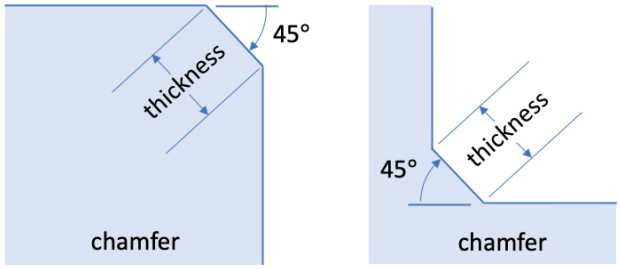

Figure 8. Chamfer Examples
together in the power tool as a collection of surfaces that can be expanded and examined individually. Chamfer chains are ordered based on the narrow thickness of the surfaces illustrated in Figure 8. Setting the **Chamfer Thickness** threshold in the Options panel will control which chamfer chains will be identified. The default value for **Chamfer Thickness** threshold is the current **mesh_size** Since chamfers with small thickness can effect the resulting size of the elements the **remove surface** option is often used to eliminate them.
- **Blend Chains** - A blend surface serves as a smooth transition between two neighboring surfaces, such as a fillet as shown in Figure 8. Blends are identified as surfaces having a constant radius along one of its parametric directions. Blends often occur as a chain or connected set of surfaces and are displayed as a collection of surfaces in the power tool that can be expanded and examined individually. Enter a **Blend Radius** threshold value at the top of Geometry power tools options panel to control the maximum radius of curvature for surfaces returned from this test. The default value for **Blend Radius** threshold is the current **mesh_size**. Resulting blend surfaces are ordered based upon their minimum radius of curvature. Blend chains can be candidates for the **remove surface blend_chain** or **split surface** commands.